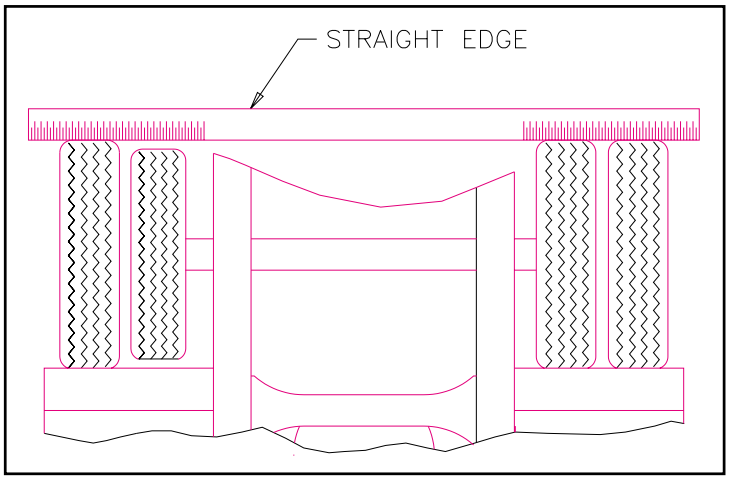

Figure 4-17 Straight Edge Method
b. Straight Edge or String Method: (This method cannot be used if tire and wheel assemblies are not mounted on the axle.) Jack trailer up until the wheels are off of the ground. Hold a straight edge against the tires of both ends of an axle. A gap at one tire indicates a smaller tire. A maximum of 1/8" gap is allowed **(See Figure 4-17)**.